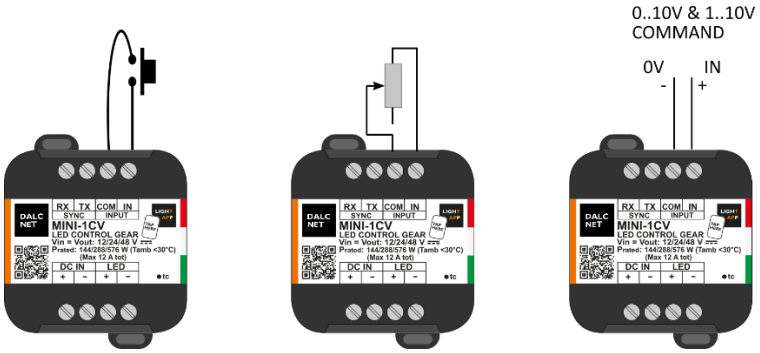

Figure 3: Local Command wiring diagram
2. Local command wiring: connect the N.O. button, the 0-10V, 1-10V or the 10 kΩ potentiometer to the "COM" (negative) and "IN" (positive) terminals of the "INPUT" respecting one of the wirings shown in the connection diagram in Figure 3.